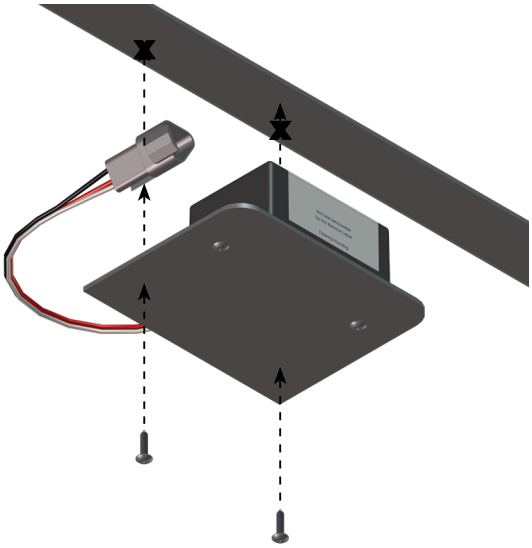

Fig.13
3. Attach the mounting plate and rear sensor assembly to the crossmember using two #12 x 1" hex head self-tapping screws. Ensure that the plate is centered side to side on the frame and that the sensor is oriented properly **(Fig.13)**.